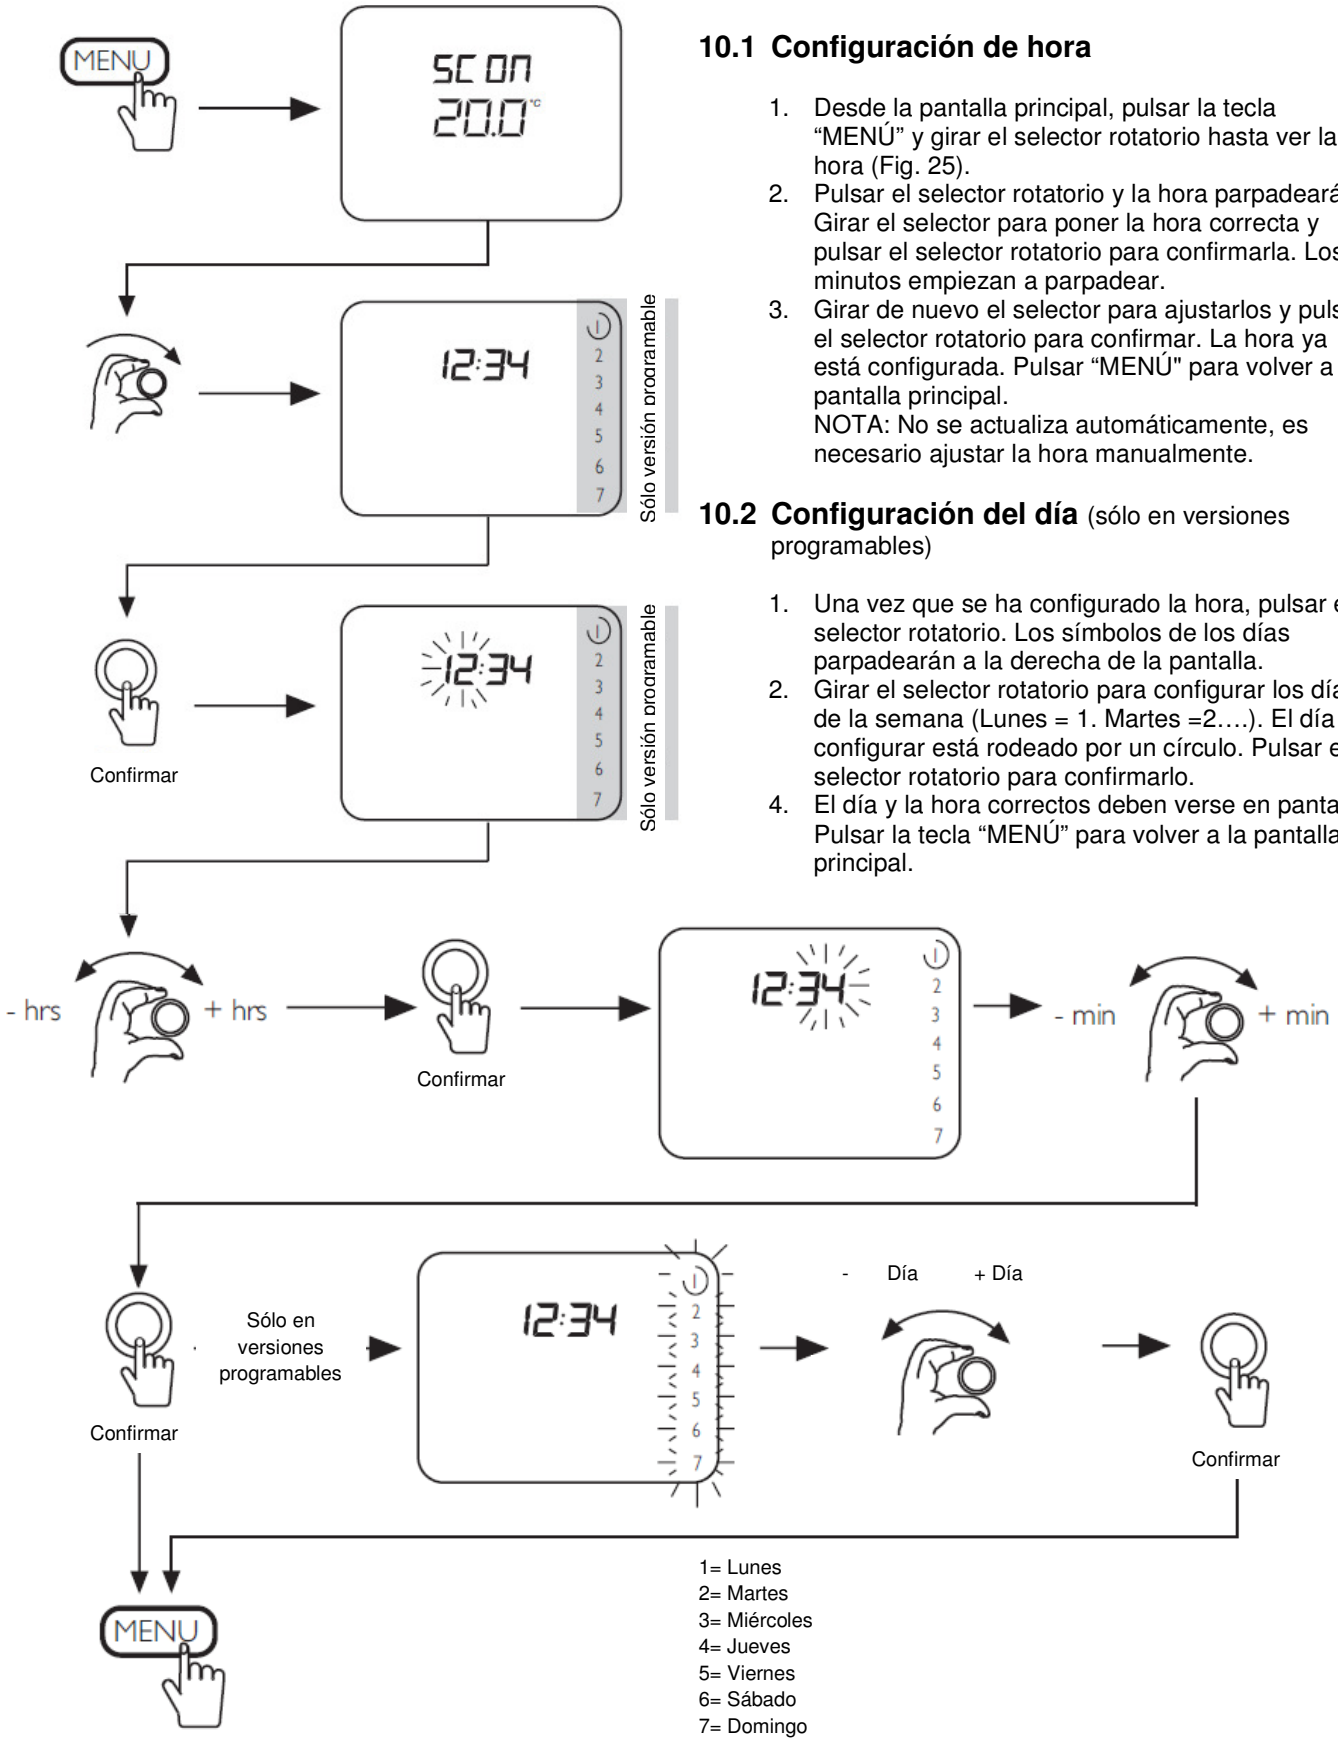

Fig. 25: Configuración horaria y diaria
1. Desde la pantalla principal, pulsar la tecla “MENÚ” y girar el selector rotatorio hasta ver la hora (Fig. 25).